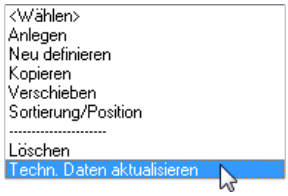

Bild 27.91 – *Block,* Menüpunkt *Techn. Daten aktualisieren*
- Klicken Sie hierzu den gewünschten Block an und wählen Sie im Listenmenü der Blöcke *Techn. Daten aktualisieren* (Abb. 27.91).